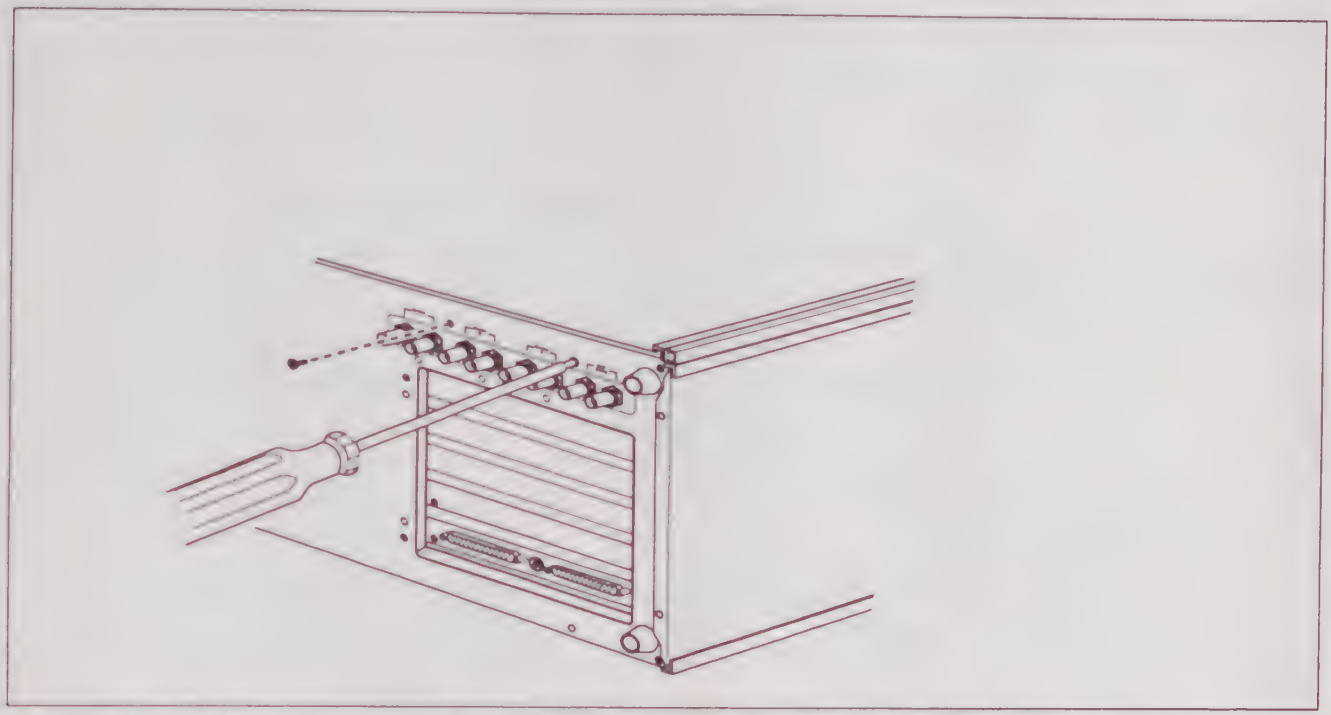

Figure 3-7. Removing the attachment screws from the analog input board's signal input connector plate.
4. At the back of the instrument remove the screws holding the signal input connector to the instrument rear panel (see Figure 3-7).